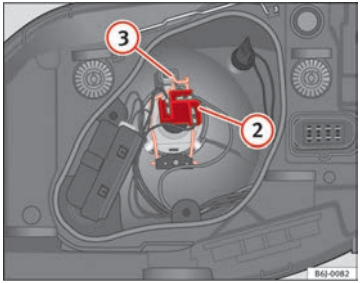

Fig. 149 Dipped beam/ main beam, single head-light
– Remove connector ⇒ Fig. 149 (2) from the bulb.
– Unclip the retainer spring ⇒ Fig. 149 (3) pressing inwards to the right.